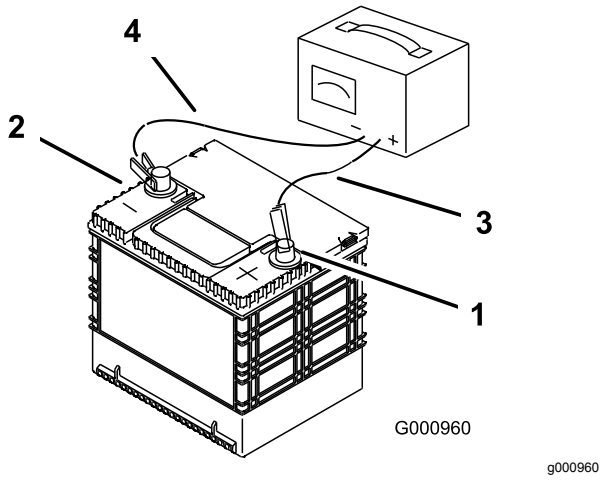

Figur 48
3. Når batteriet er fuldt opladet, skal du tage opladeren ud af stikkontakten og dernæst koble opladningskablerne fra batteriets poler (Figur 48).